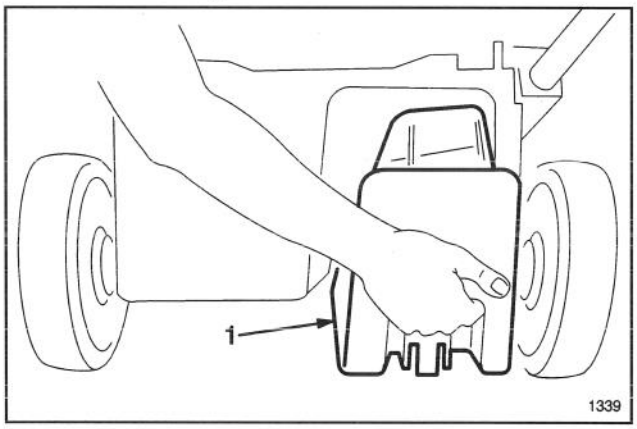

Abbildung 9
2. Die Auswurfklappe öffnen und den Verschluß in die Auswurföffnung schieben (Abb. 9).